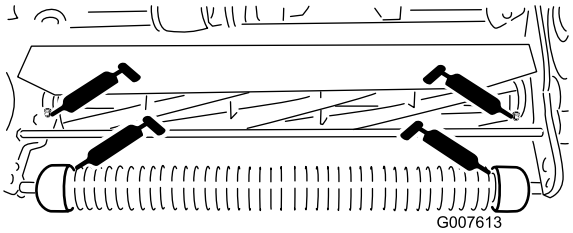

Figur 18
- to på den fremre valsen (Figur 18)
- to på spolelagrene (Figur 18)